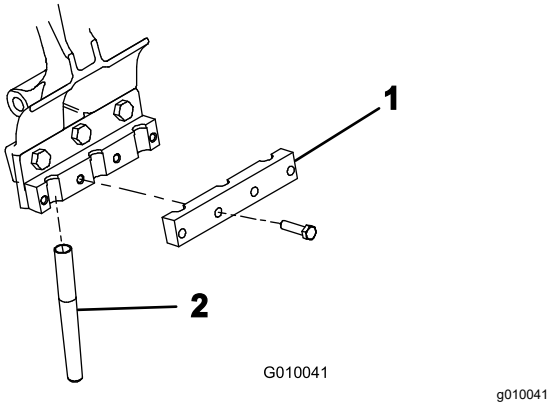

**Figure 24**
5. Loosely install a tine clamp to each tine holder (Figure 24) with 4 bolts (3/8 x 1-1/2 inches). Do not tighten the bolts.